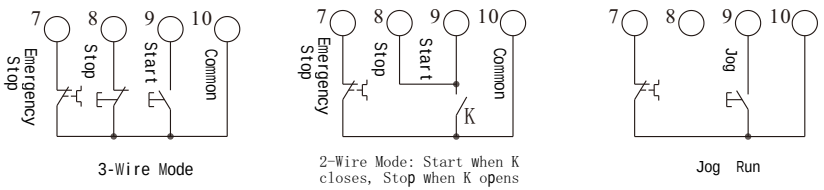

Figure 5
b) Terminals ① and ② are Bypass Output: Used to control the bypass contactor. These are normally open (NO) passive contacts, which close after the start-up process is complete. Contact rating: AC250V/5A.
c) Terminals ③ and ④ are Programmable Relay Output: The output mode and function are set via parameter FE. These are normally open (NO) passive contacts. For details, refer to the Programmable Relay Output Function Description on Page 8. Contact rating: AC250V/5A.
d) Terminals ⑤ and ⑥ are Fault Output: These contacts close when the soft starter experiences a fault or power loss, and remain open during normal operation. Contact rating: AC250V/5A.
e)Terminal ⑦ is Emergency Stop Input: This terminal must be shorted to Terminal ⑩ during normal operation of the soft starter. If this terminal is open-circuited from Terminal ⑩, the soft starter will stop and enter fault protection mode. This terminal can be controlled by the normally closed (NC) output of an external protection device. When parameter FA is set to 0 (Primary Protection), this terminal function is disabled.
f)Terminals ⑧, ⑨, and ⑩ are External Control Start/Stop Button Input Terminals. There are two connection methods: 3-wire mode and 2-wire mode, as shown in Figure 5.
g)Terminals ⑪ and ⑫ are 0～20mA DC Analog Output: Used for real-time monitoring of motor current. A full-scale 20mA output indicates 4 times the motor's nominal rated current. A 0～20mA DC ammeter can be connected externally for observation. The maximum load resistance for this output is 300Ω.Terminals ⑪ and ⑫ are 0～20mA DC Analog Output: Used for real-time monitoring of motor current. A full-scale 20mA output indicates 4 times the motor's nominal rated current. A 0～20mA DC ammeter can be connected externally for observation. The maximum load resistance for this output is 300Ω.